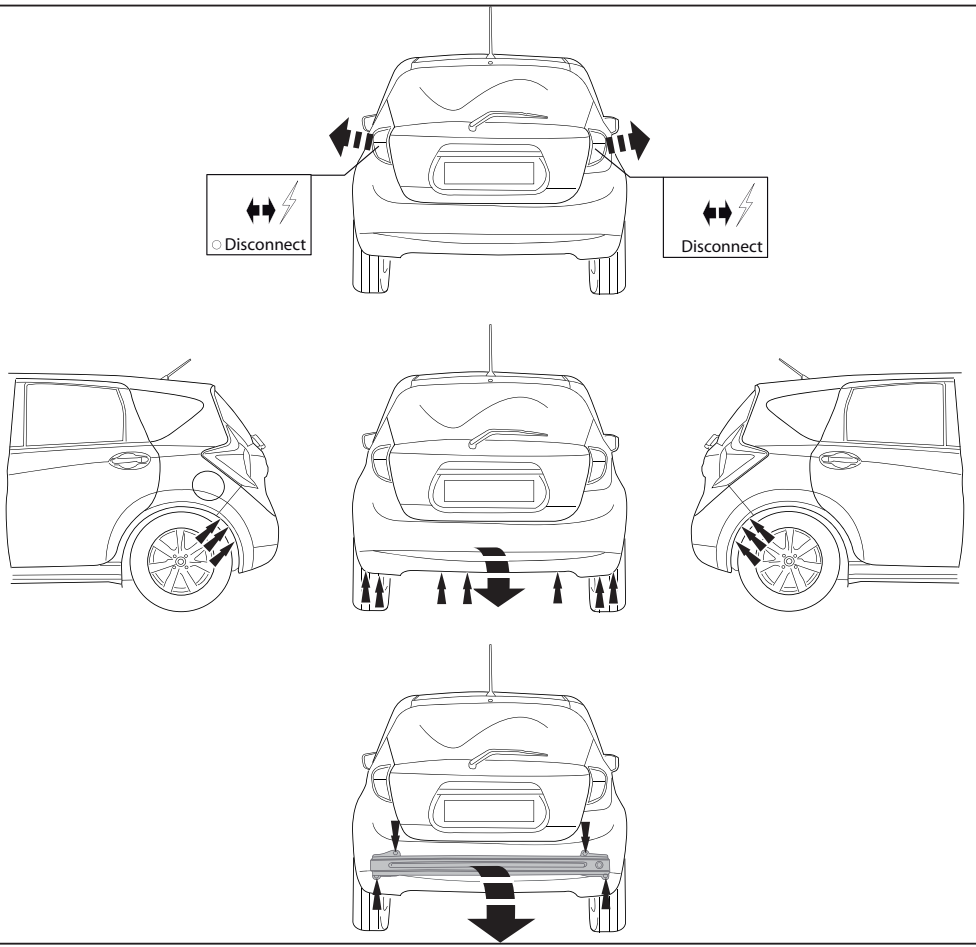

Fig.1
2. Снять бампер вместе со стальным буферным брусом автомобиля; буферный брус больше не понадобится. Поставить болты на место. См. рисунок 1.